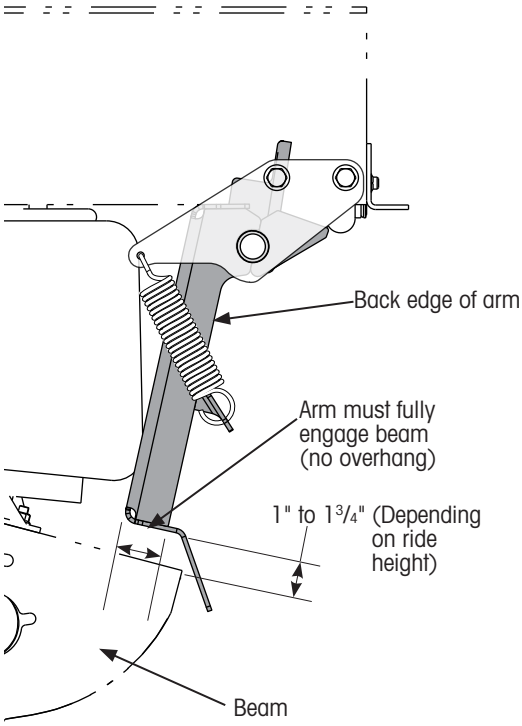

Figure 38: Checking arm-to-beam clearances
14. With the suspension at the designed ride height, measure the distance from the top of the beam to the bottom of the arm (Figure 38). An acceptable measurement range is 1" to 1¾".
15. Check the arm position relative to the beam (Figure 38). The arm must have full engagement with the beam. In other words, the back edge of the arm must be entirely positioned over the top surface of the beam (ignore the beam side surfaces when checking arm position).